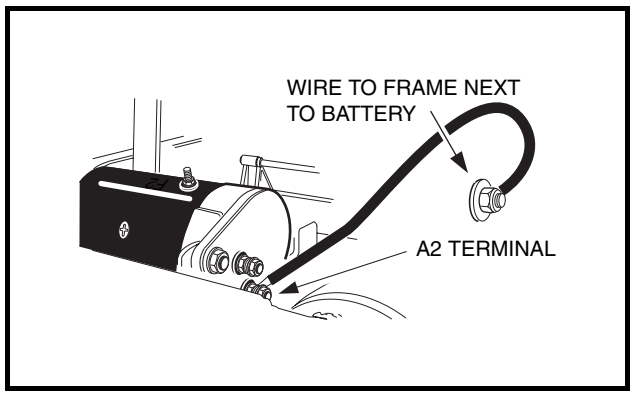

Figure 11-10 Starter/Generator Ground Cable Test
2.1. Set the multimeter to 200 ohms. Place the red (+) probe on the (A2) terminal of the starter/generator and place the black (–) probe on the vehicle frame **(Figure 11-10, Page 11-18)**. The reading should be continuity. If the reading is incorrect, clean and tighten cable connections. If the connections are good and the reading is incorrect, repair or replace the cable.